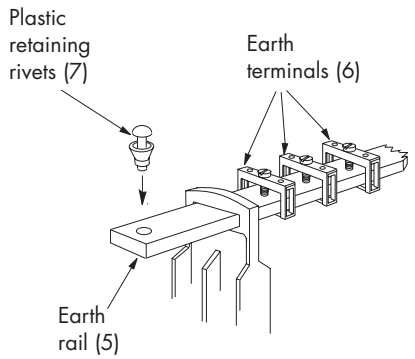

Figure 4.10: Attaching earth rail terminals and rivets
c) Slide the earth rail (5) through the slots in the of the mounting posts (1) (Figure 4.10).
d) Fit the earth terminal(s) (6) on the rail (5) (Figure 4.10).
e) Attach plastic retaining rivets (7) to each end of the earth rail (5) (Figure 4.10).